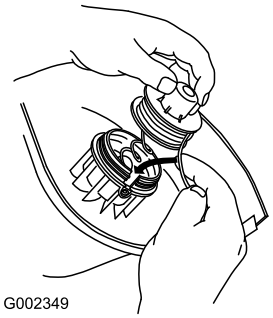

Bild 15
1. Halten Sie den Schneidfaden und die Spule fest, setzen Sie dann die Spule in den Schneidkopf und den Schneidfaden in die Öse ein (Bild 15).